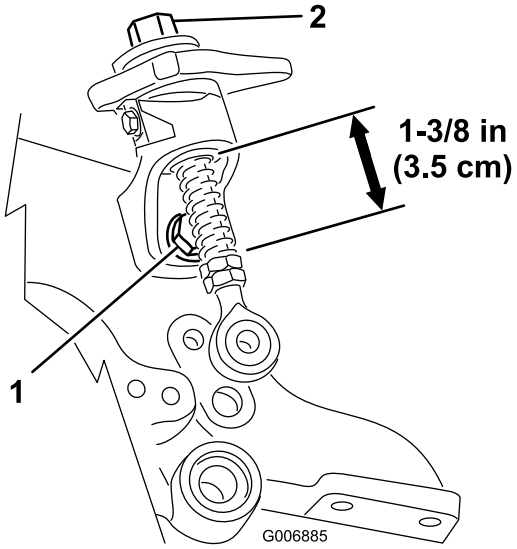

Figura 45
2. Desaperte o parafuso de montagem e certifique-se de que a barra roscada está alinhada e não está encravada na rampa inferior (Figura 45). Aperte novamente os parafusos.
3. Verifique o comprimento das molas rápidas nas barras roscadas; o comprimento deve ser de 3,5 cm (Figura 45).
4. Se o manípulo de ajuste de altura não roda livremente, o casquilho pode estar sujo (Figura 45). Limpe o casquilho, se for necessário.